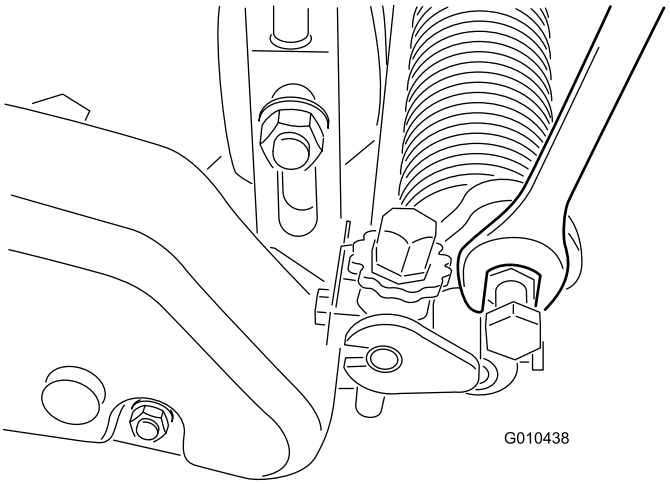

**Figura 24**
B. Mueva los brazos hacia arriba o hacia abajo a la posición A o B Figura 24).